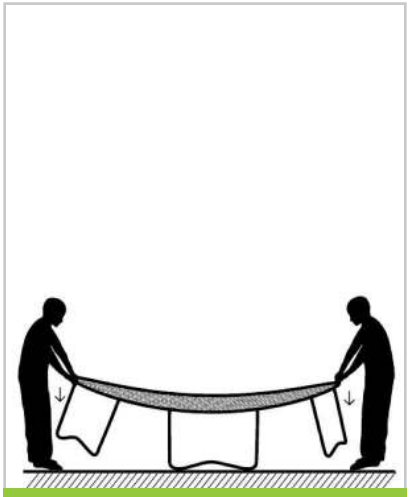

FIG 3
- If the trampoline frame warps up, do not be alarmed as the "Quad-lock" system is designed to be flexible. Push down on the part of the frame that warped with two people as shown. The frame will level out (FIG 3).